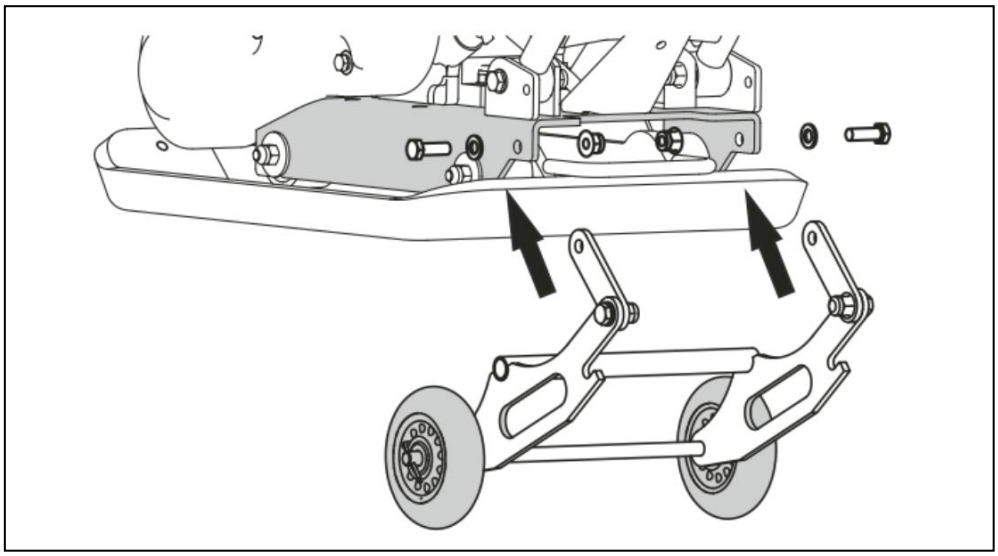

Рис. 6. Установка транспортной тележки.
4. Транспортировочная тележка предназначена для транспортирования виброплиты на короткие расстояния по твердой, гладкой и ровной поверхности. Для установки транспортировочной тележки необходимо совместить отверстия в соединительных пластинах тележки и раме виброплиты. Далее вставьте в отверстия болты и закрутите гайки (Рис. 6).